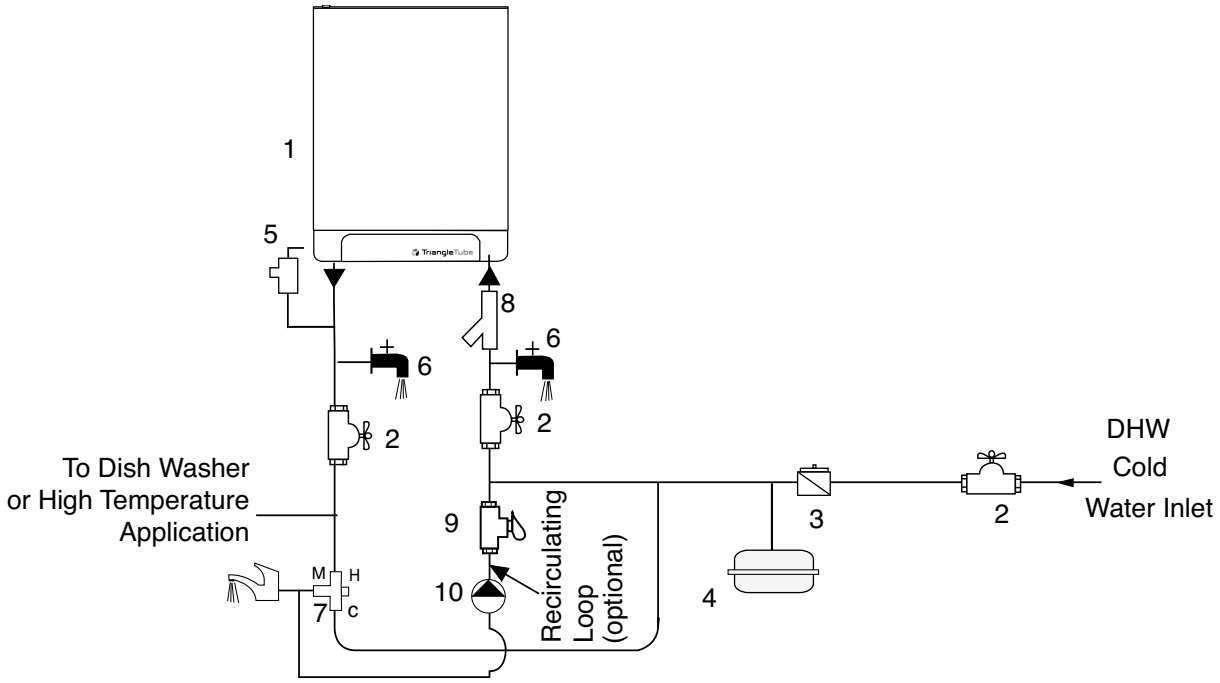

Figure 11 Domestic Piping - Standard Installations
1. The CHALLENGER is not supplied with a 150 psi [10bar] pressure relief valve and must be piped using a pressure relief valve connected as shown in Fig. 11 on page 20.
- For domestic water piping diagrams, see Figs. 11 and 12 on pages 20 and 21.
It is recommended to install flush valves as outlined in Figs. 11 and 12 on pages 20 and 21 for servicing the domestic coil.
- Recirculation return piping, if applicable, must be installed in the cold water inlet as shown in Figs. 11 and 12 on pages 20 and 21.